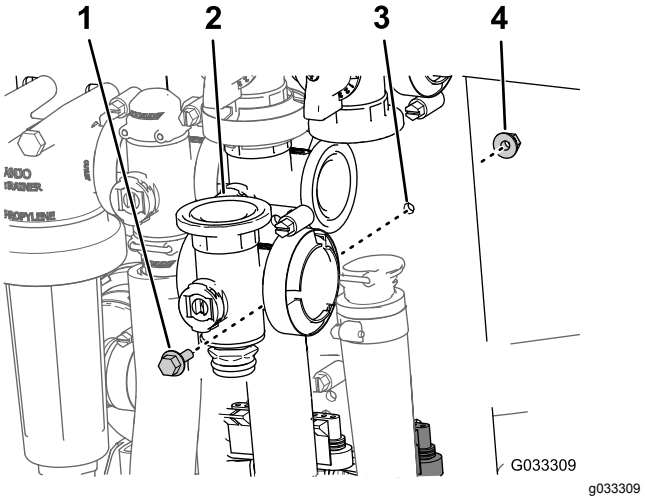

**Figuur 67**
3. Verwijder de flenskopbout en flensborgmoer waarmee de hoofdklep van de spuitboom is bevestigd aan de klepbevestiging en verwijder de klepverdeler van de machine (Figuur 67).